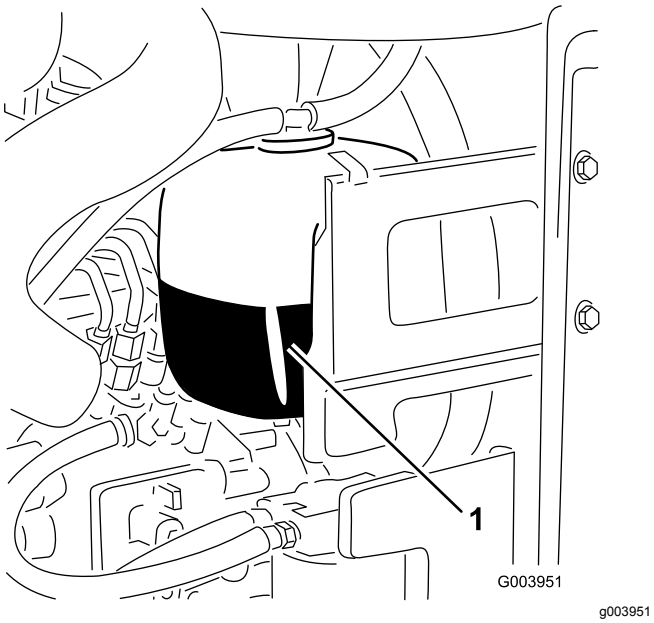

Figur 59
1. Kontroller kjølemiddelnivået i ekspansjonstanken (Figur 59).